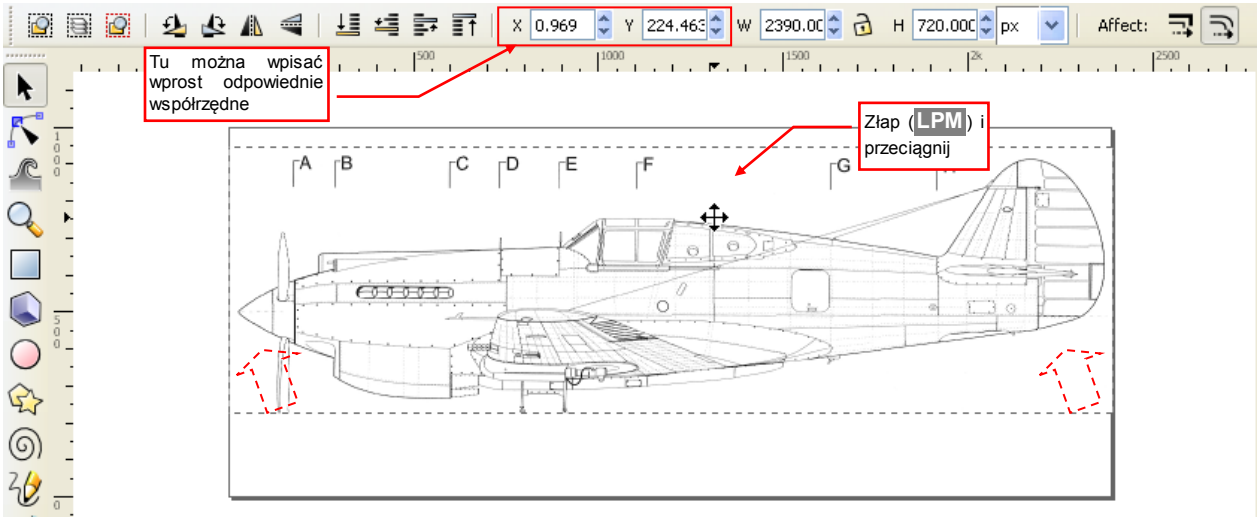

Rysunek 5.1.2 Przesuwanie obrazu na docelowe miejsce
- dosuń wczytany rysunek do lewego górnego narożnika obrazu (Rysunek 5.1.2):